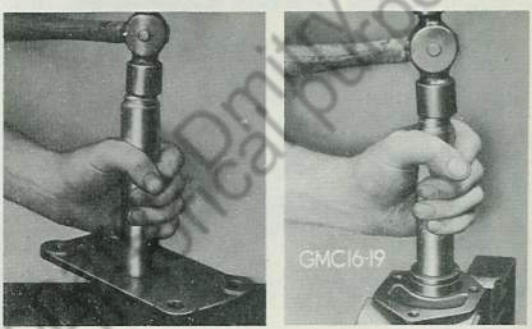

Fig. 14 Housing and Side Cover Bushing Drivers
12. Press bushings (32 and 33) and seal (34 and 35) from housing (14) in an arbor press or use suitable driver, Fig. 14.
35) in housing (14), using arbor press or suitable driver, Fig. 14.
7. Press bushing (30) into side cover (28) or use driver, Fig. 14. If new bushing is used, it will be necessary to ream bushing after it is pressed into side cover and after cover is attached to steering gear housing. Use special tool for this operation and ream to diameter given in "Specifications," paragraph 15.
8. Start sector shaft end into bushing (30). Insert screw driver in hole in side cover (28) to engage slot in lash adjuster screw (31A). Turn screw counter-clockwise to thread it into cover and also pull sector shaft end into bushing (30) in side cover (28) as far as it will go.
9. Rotate wormshaft (21) by hand until worm nut is about in center of travel on worm. This is to make sure that teeth of worm nut and sector gear will engage properly—center tooth of sector gear entering center tooth space of nut.